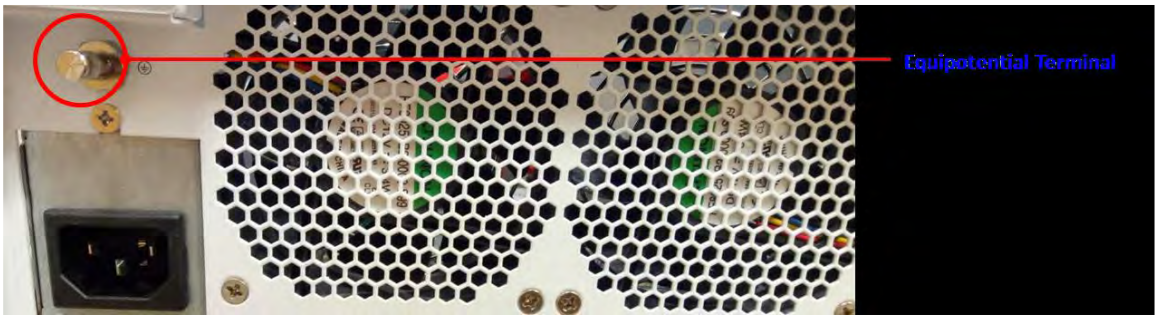

Figure 5-1: USM-500 Equipotential Terminal Pin
Step3. Grounding cable plug with USM-500 Equipotential Terminal (See Figure 5-1)